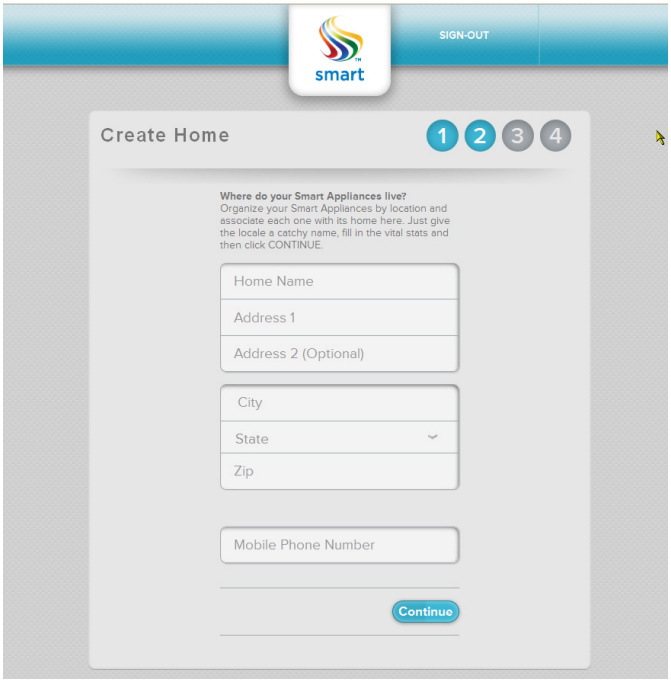

Figure 3
4. **Create Home (2)**: Organize the Smart Appliances by location and associate each one with a home. Give your location a name, fill in the vital stats, and then select "Continue." See figure 3.